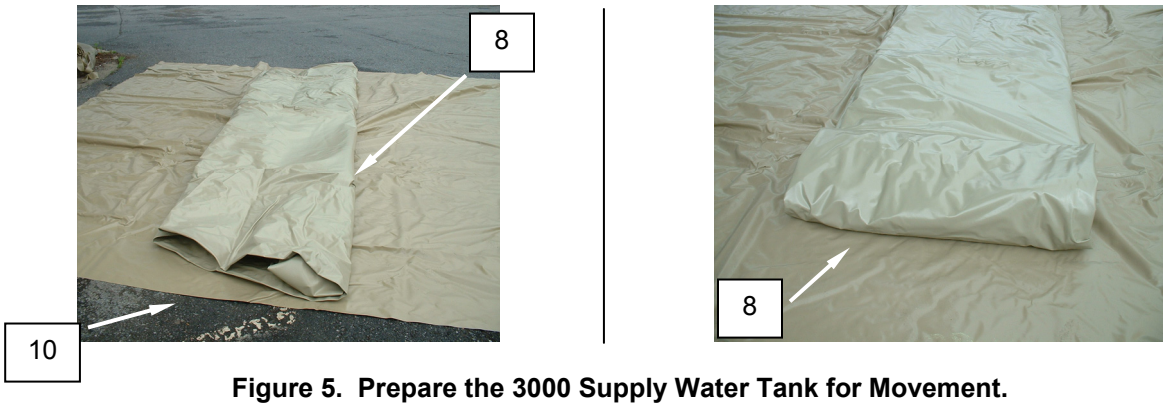

Figure 5. Prepare the 3000 Supply Water Tank for Movement.
14. Fold the tank **(Figure 5, Item 8)** in half again, and recenter on the ground cloth **(Figure 5, Item 10)**. The tank should be approximately 4 feet wide. Start from one end and fold over approximately 18 inches of tank fabric.